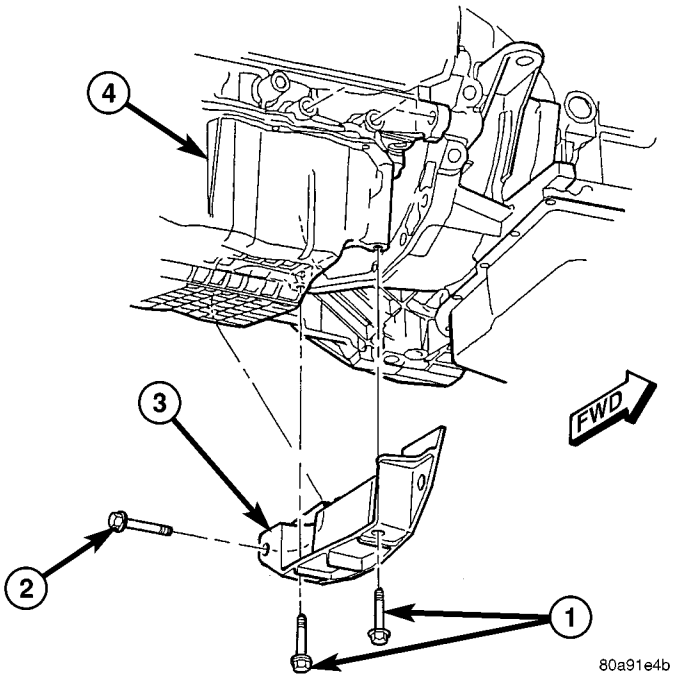

Fig. 77 Structural Collar
(1) Raise vehicle on hoist.
(2) Remove engine front mount bracket and front insulator mount. (Refer to 9 - ENGINE/ENGINE MOUNTING/FRONT MOUNT - REMOVAL)
(3) Remove structural collar attaching bolts (Fig. 77).
(4) Remove collar.
(1) Perform the following steps for installing structural collar. Refer to (Fig. 77):